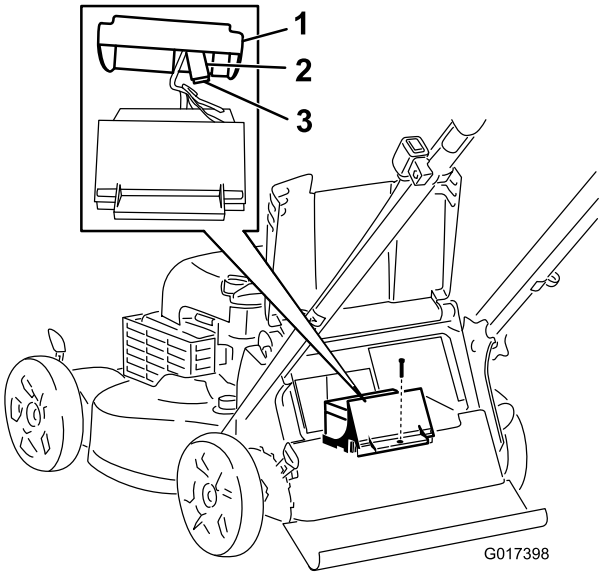

Figur 35
3. Ta bort den skruv som håller fast batterifacket, dra ut batteriet och leta reda på säkringen (Figur 35).
4. Byt säkringen i hållaren (Figur 35).